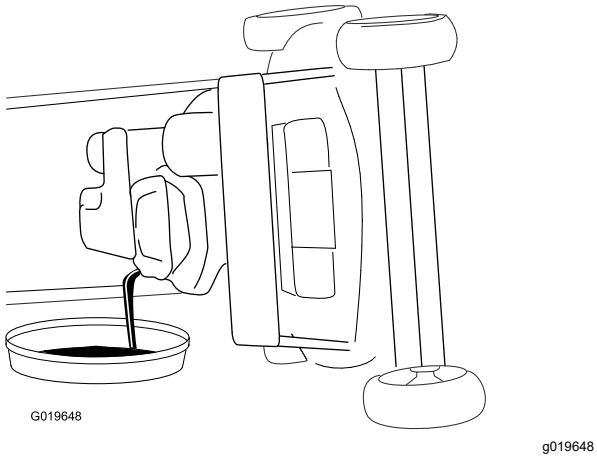

Figure 27
4. Inclinez la machine sur le côté (filtre à air en haut) pour vidanger l'huile usagée par le tube de remplissage (Figure 27).